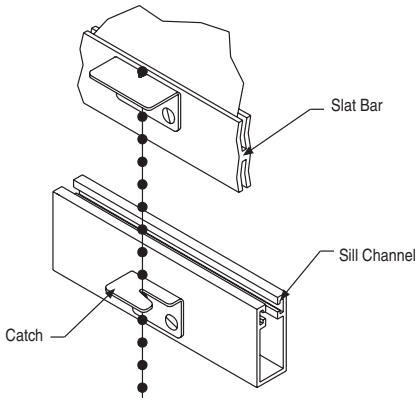

*Figure 16*
⑮ Check shade operation.
⑯ For spring roller operation, attach bead chain to slat bar and catch to sill channel. To operate shade, pull down, locking in place using the bead chain (see Fig. 16).